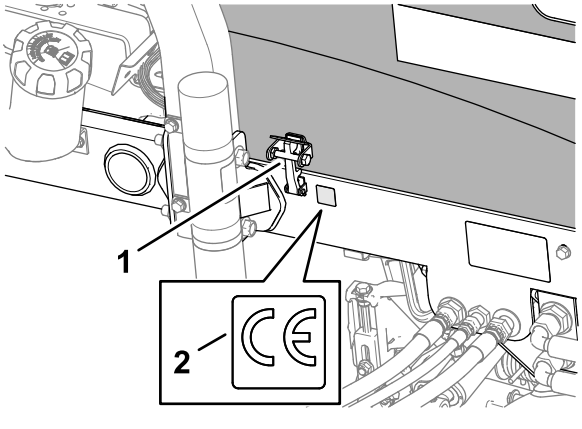

Figur 38
3. Torka av den vänstra ramen nära motorhuvlåset med alkohol och låt ramen torka (Figur 38).
4. Ta bort skyddspapperet och fäst CE-dekalen med artikelnr 133-8095 på ramen enligt Figur 38.